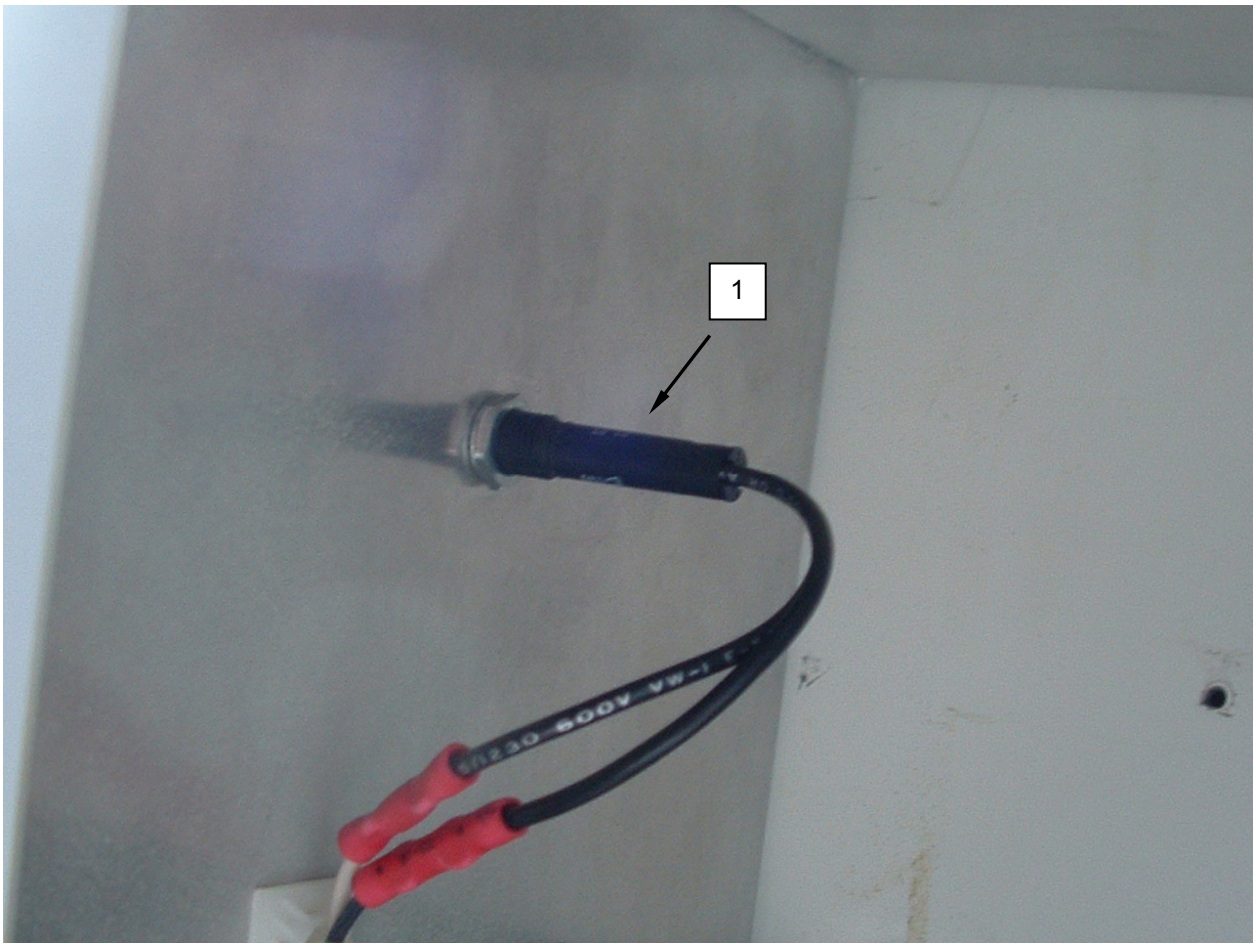

Figure 1. Replace the Phase Indicator Lights.
3. Tag and cut wiring from indicator light **(Figure 1, Item 1)**.
4. Unscrew light assembly **(Figure 1, Item 1)** hex nut.
5. Remove failed light assembly **(Figure 1, Item 1)**.
6. Install replacement light assembly **(Figure 1, Item 1)**.
8. Connect wiring to indicator light terminals as tagged **(Figure 1, Item 1)**.